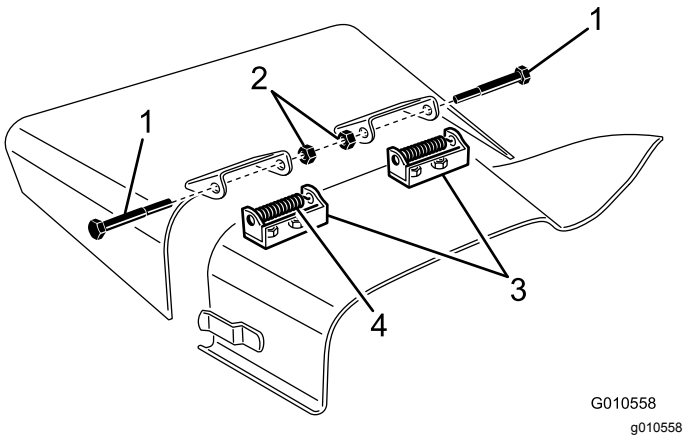

**Figur 31**
4. Fjern de to maskinskruer, låsemøtrikkerne og fjedrene, som fastholder græsdeflektorerne til akselbeslagene (Figur 31).
5. Akselbeslagene fjernes ved at fjerne bræddeboltene og møtrikkerne (Figur 31).